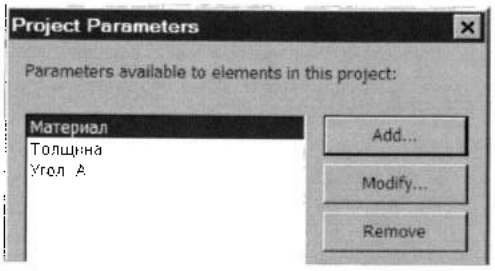

Рис. 2.8. *Сведения о проекте*
1. На ленте **Manage** в разделе **Project** открыть командой **Project Parameters** (Параметры проекта) (рис. 2.8) одноименный бокс. В нем представлены все параметры, как общие, так и проектные, которые пользователь назначил категориям.